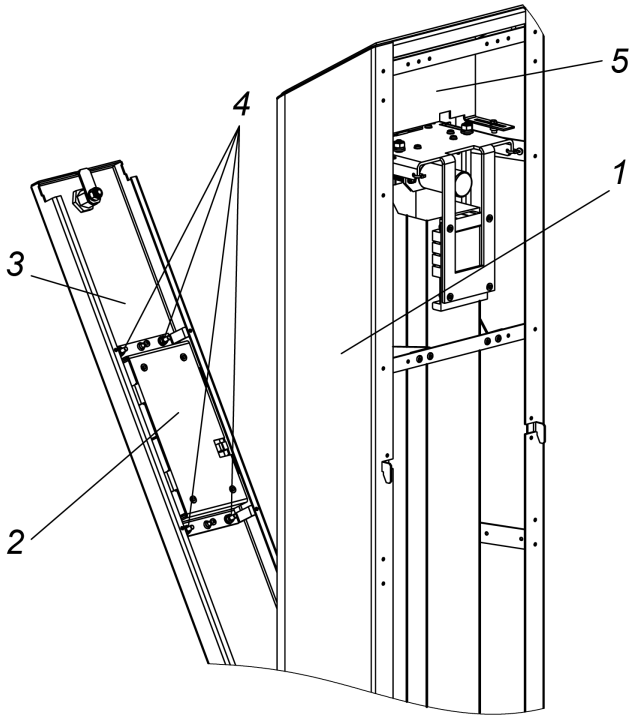

Рисунок 21. Блок постоянной индикации бокового модуля с картоприемником
- у бокового модуля с картоприемником (см. рис. 21):
- откройте ключом замок крышки контейнера (3, рис. 21) и потяните ее за ключ на себя до упора,
- снимите блок индикации (2, рис. 21), для чего открутите 4 гайки с шайбами (4, рис. 21).
1. Снимите кронштейн для считывателя (5, рис. 21), для чего открутите 2 винта.